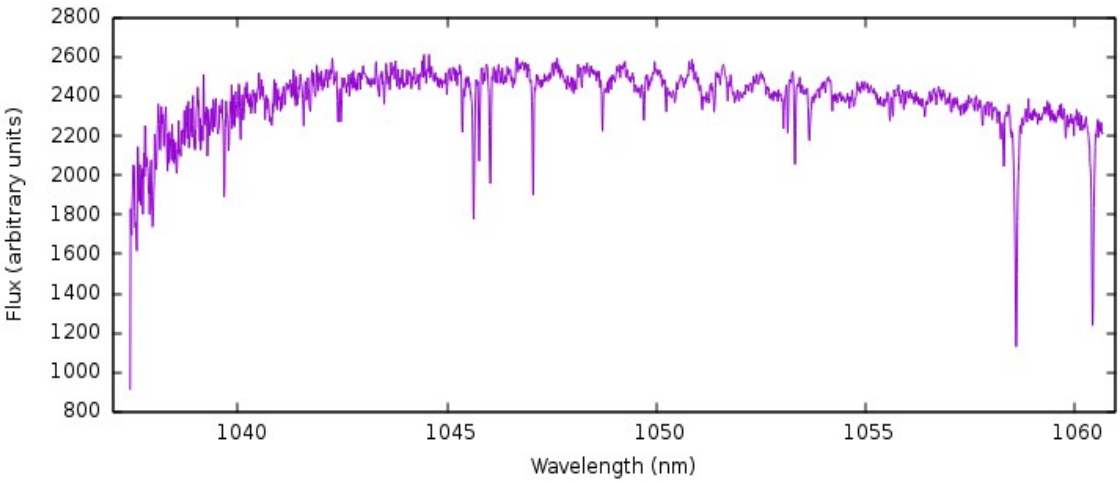

Figure 15: Fringing effect in a reduced spectrum (order 73).
- when the SNR is high, it is possible to see some fringing effects in the central/red part of the blue orders (see Fig. 15). This is caused by the detector itself (an HAWAII-2 from Rockwell Scientific): the sensitive part of the detector is beyond a 0.38 mm thick sapphire substrate that behaves as a Fabry-Pérot, generating an interference fringing with peak-to-peak distance approximately equal to $0.75 \cdot (wl/1000)^2$ nm.